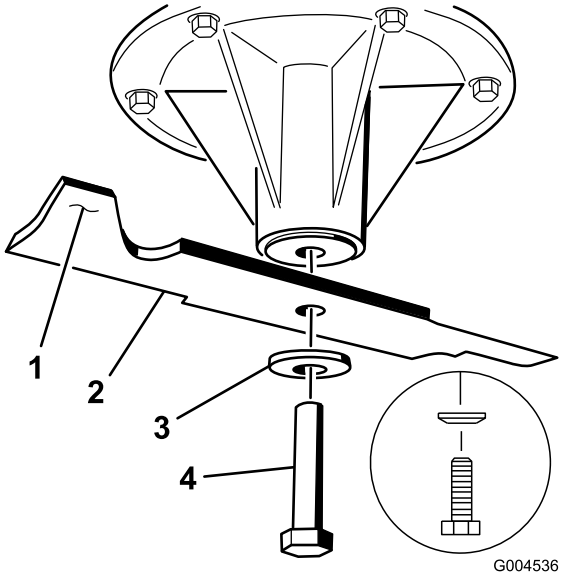

Figur 89
2. Fjern den venstre og midtre knivbolten, bueskiven og kniven fra spindelakselen (Figur 89).